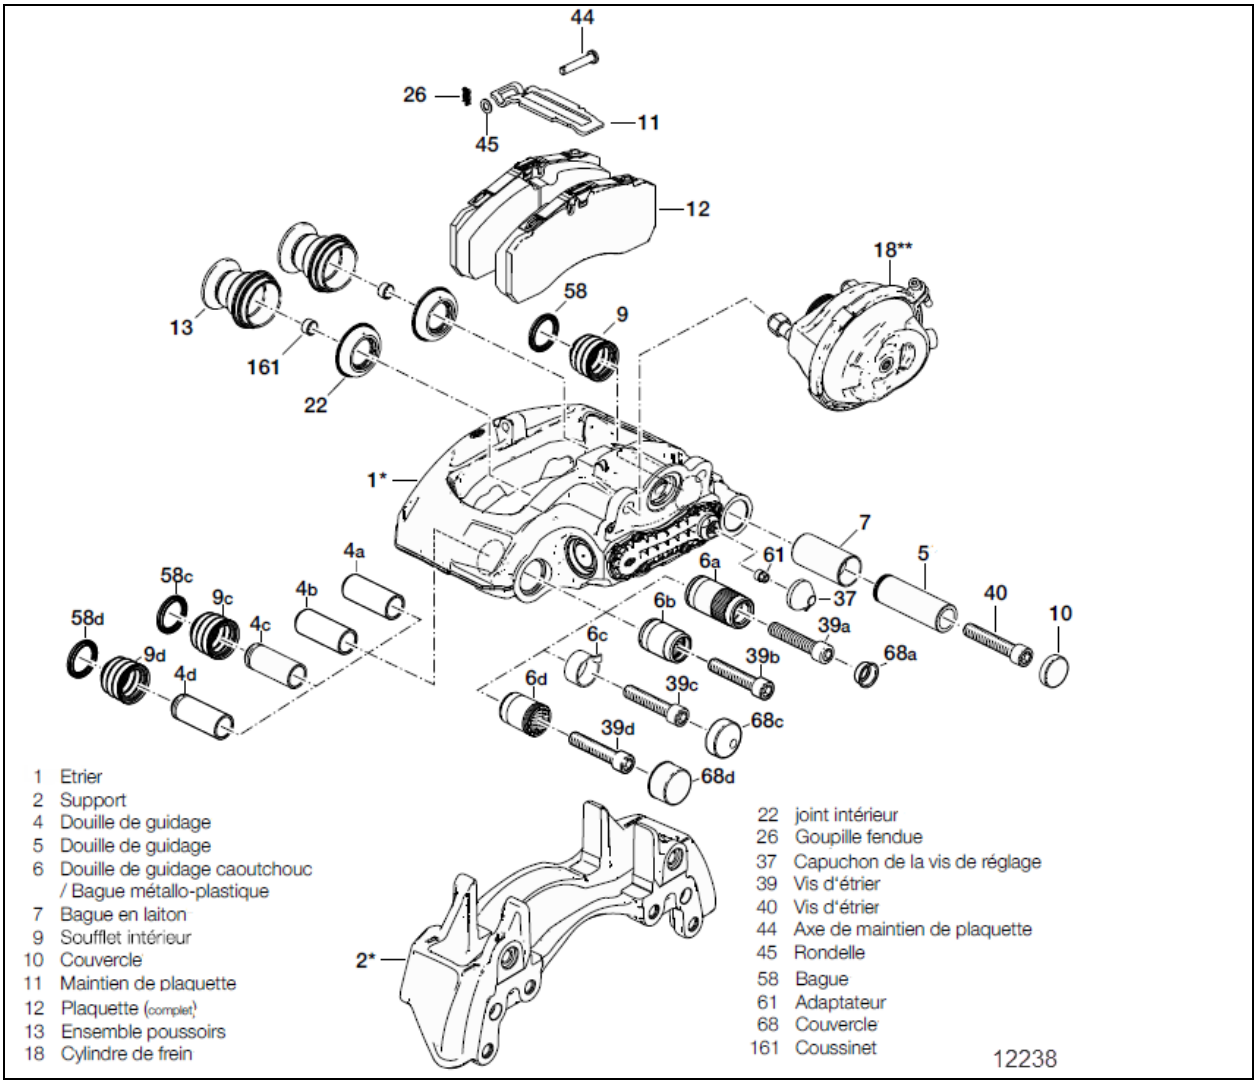

FIGURE 17: COMPOSANTS DE FREIN
À chaque remplacement de plaquette, vérifier si l'étrier fonctionne sans à-coups sur toute sa plage de déplacement. Si l'étrier présente les signes suivants, remplacer le manchon de guidage (6c, Figure 17), la goupille de guidage, la vis (39) et le capuchon.
En outre, examiner les ensembles poussoir et soufflet (13, Figure 17), le capuchon du dispositif de rattrapage (37) et les éléments d'étanchéité (9, 58) en s'assurant que tout est en place et en bon état incluant le palier d'étrier dans la zone de bague de caoutchouc/manchon de guidage (6) (voir le manuel Knorr-Bremse Y006471).